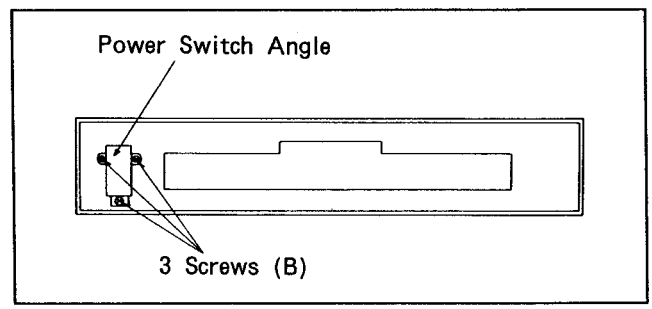

Fig. 6-20-2 Power Switch Angle Removal
2. Unscrew the 3 screws (B) and remove the Power Switch Angle as shown in Figure 6-20-2.